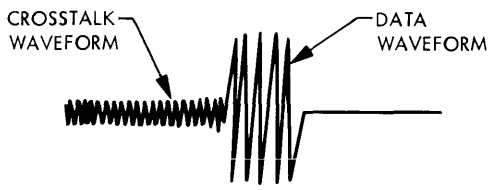

Figure 6-5. Crosstalk Waveform
(1) Depress the ON LINE switch/indicator.
(2) Configure the exerciser to write short record lengths in a Forward/Stop Program mode.
(3) Place the trigger probe of an oscilloscope on the Synchronous Forward Command test point (TP12) on the Tape Control PCBA.
(4) Using the signal probe, observe the waveforms at TP102 through TP902 on the Data PCBA.
(5) Note the large data waveform and the smaller crosstalk waveform side by side as shown in Figure 6-5.
(6) Observe and note the amplitude of the crosstalk waveform.
(7) Acceptable Limits: